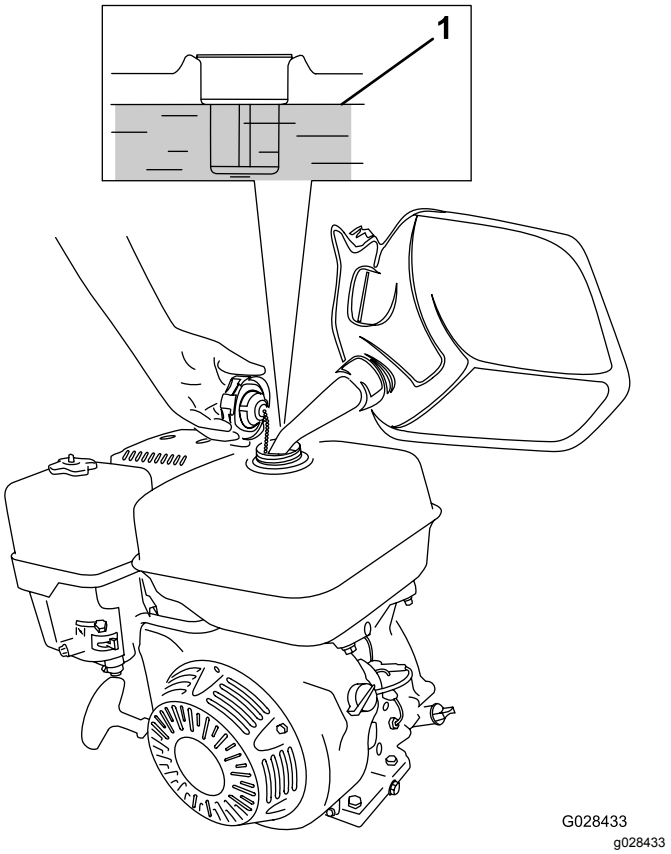

図 16
1. 燃料キャップ図 16の周囲をきれいに拭いてからキャップを外す。